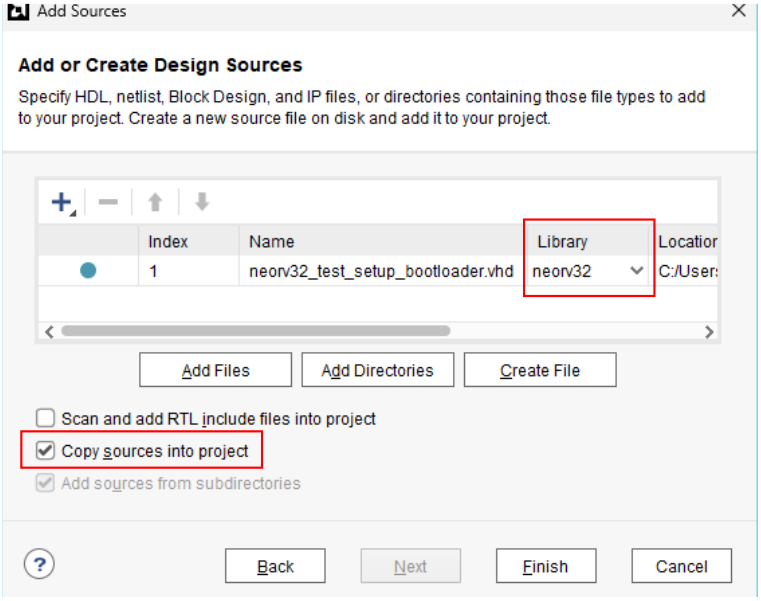

Fig.17. Actualización del campo `Library` y selección de `Copy sources into Project` del archivo de jerarquía superior.
20. Antes de pulsar en `Finish`, se debe actualizar el campo `Library` con neorv32 y la opción `Copy sources into project` debe estar seleccionada (Fig.17).